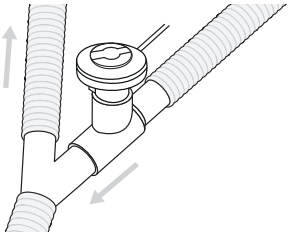

Figure 6. Connecting the Aerogen Pro to an adult breathing circuit
1. For **adult breathing circuits,** connect the nebuliser with adult T-piece into the inspiratory limb of the breathing circuit before the patient Y (Figure 6).
Note: Figure 6 shows adult configuration only
- Always maintain the nebuliser in a vertical orientation (with the filler cap uppermost) while in the patient circuit (Figures 6, 7, & 8). This orientation prevents condensate from blocking the nebuliser and ensures proper nebulisation. Always visually inspect the nebuliser prior to placing in the ventilator circuit to assure that no secretions are blocking the Aerogen Vibronic® aerosol generator.